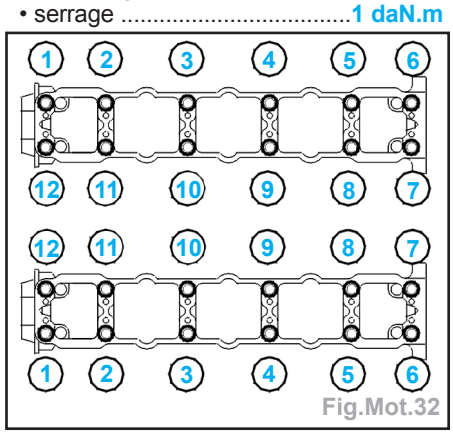

Fig.Mot.32
- Positionner l'arbre à cames équipé de la cible du capteur (4) côté échappement.
- Déposer un cordon de pâte à joint SILICONE CATEGORIE 2 en (A) sur le pourtour des plans de joints et des taraudages recevant les vis de fixation.
- Reposer le carter paliers muni du perçage du capteur (4) côté échappement.
- Approcher puis serrer progressivement les vis de fixation dans l'ordre indiqué (Fig.Mot.32) :